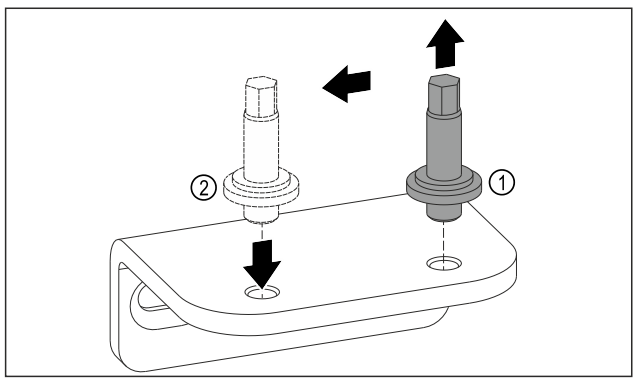

Fig. 11
▶ Skru bolten afdet nederste hængsel med en SW5-unbrakonøgle. *Fig. 11 (1)*
▶ Indsæt bolten på den modsatte side. *Fig. 11 (2)*